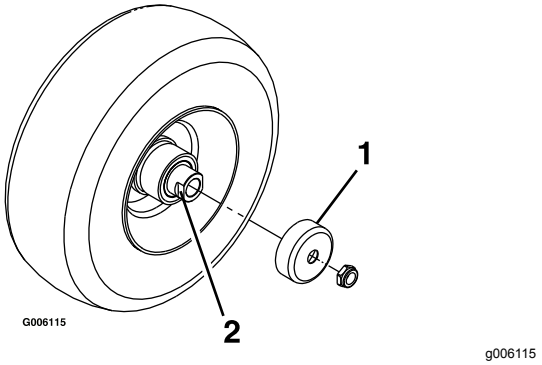

Bild 38
4. Entfernen Sie die Dichtungsabdeckungen von der Radnabe (Bild 38).